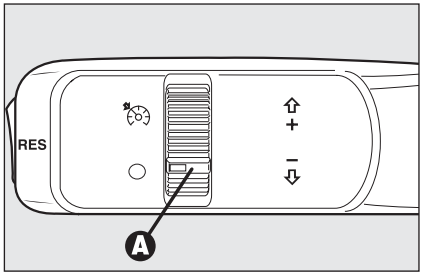

rys. 57
Obrócić pokrętło **A-rys. 57** na .
- ❒ obrócić pokrętło **A-rys. 57** na i nacisnąć pedał przyspieszenia osiągając żądaną prędkość samochodu;
- ❒ po obróceniu pokrętła **A-rys. 57** na **O**;
W razie nieprawidłowego działania lub awarii urządzenia, obrócić pokrętło A-rys.57 w O i zwrócić się do ASO Alfa Romeo po sprawdzeniu stanu bezpiecznika.